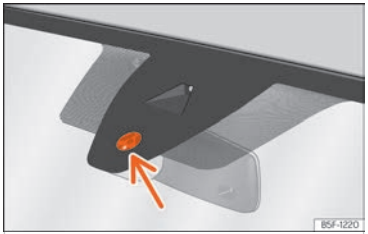

Fig. 109 Superfície sensible del sensor de pluja.
Les possibles causes d'anomalia i interpretacions erròneas *a la superfície sensible* ››› fig. 109 del sensor de pluja són, entre d'altres:
- **Brutícia**: la pols seca, la cera, el recobriment dels vidres (efecte lotus) o les restes de detergent (túnel de rentat) poden reduir l'efectivitat del sensor de pluja o fer que reaccioni més tard, més a poc a poc o que no funcioni. Netegeu regularment la superfície sensible del sensor de pluja ››› fig. 109 (fletxa) i comproveu possibles danys en les escombretes.